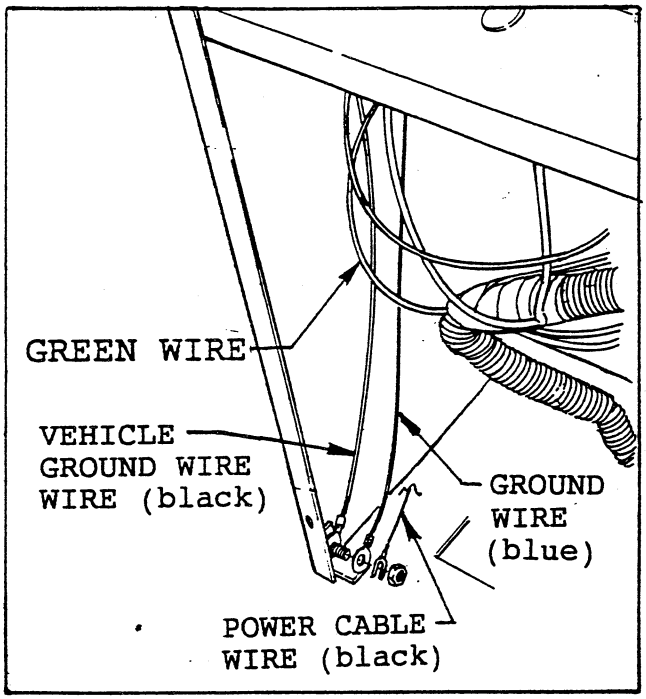

FIG. 7
■ Remove the back panel of the Vehicle console and route the power cable to the inside of the console. Note the Vehicle wiring harness shown in FIG. 7.
■ Remove the nut securing the Vehicle's ground wire. Attach the BLUE ground wire and the power cable's BLACK wire as shown in FIG. 7. Replace the nut.